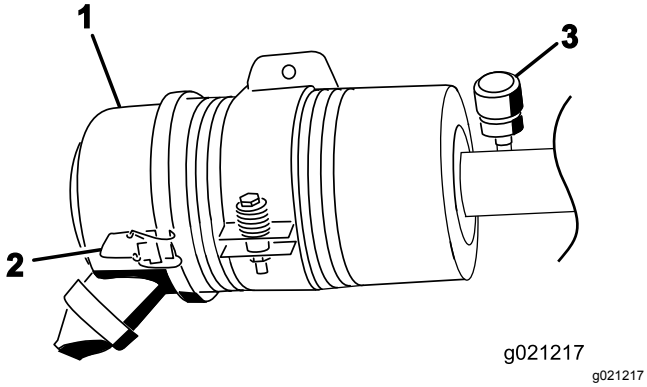

Figur 70
Utför service på luftrenarfiltret bara när serviceindikatorn anger att det krävs (Figur 70). Om du byter luftfiltret tidigare ökar det risken för att smuts kommer in i motorn när filtret har avlägsnats.
1. Lossa spärrhakarna som fäster luftrenarkåpan på luftrenarhuset (Figur 70).